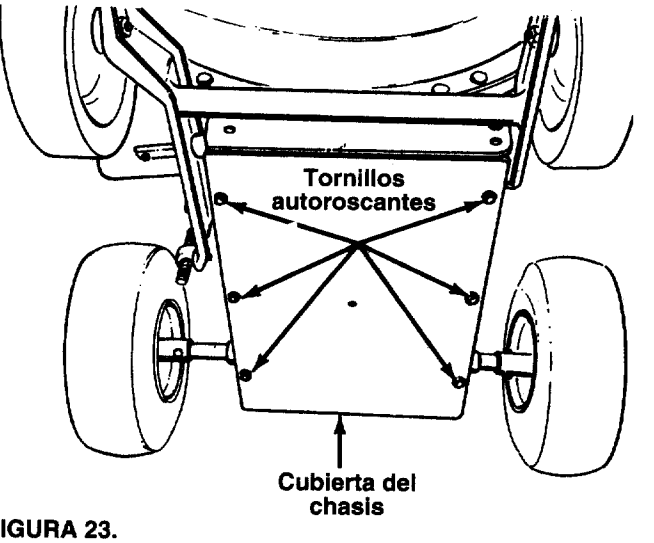

FIGURA 23.
- Retire la cubierta del chasis retirando seis tornillos autoroscantes de la parte inferior de la astilladora-aspiradora. Vea la figura 23.